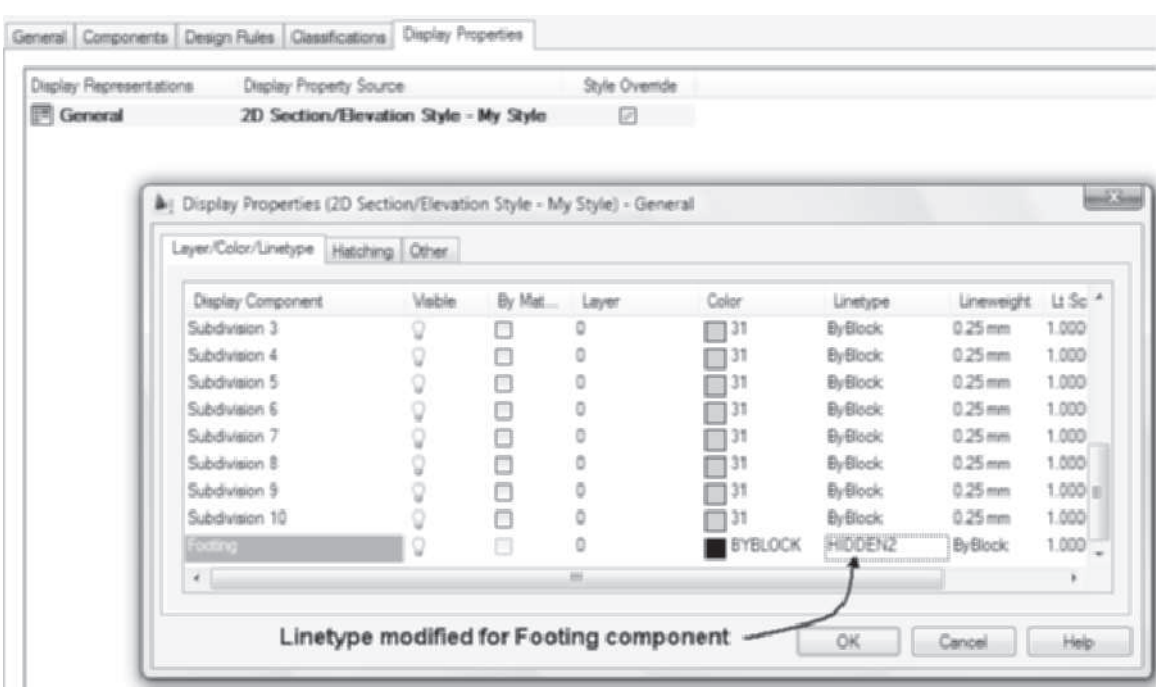

FIGURE 12.21 *Display Properties tab of a 2D Section/Elevation Style Properties dialog box*
The Display Properties tab is shown in Figure 12.21. It lists the display representations available for the section or elevation object.
5. Select the **Display Properties** tab as shown in Figure 12.21, verify that **Style Override** is checked, and click the **Edit Display Properties** button to open the **Display Properties (2D Section/Elevation Style Override—MyStyle)** dialog box. Select the **Layer/Color/Linetype** tab and edit the properties such as color or linetype of the Footing display component created in step 2. Click **OK** to dismiss the Display Properties (2D Section/Elevation Style Override—MyStyle) dialog box. Click **OK** to dismiss the 2D Section/Elevation Style Properties—MyStyle dialog box.